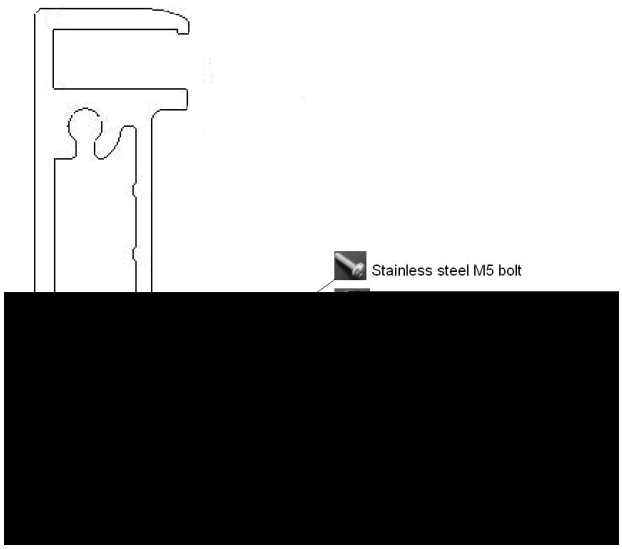

Fig. 18 Grounding the aluminum frame with copper wire
The PV modules are designed with an anodised, corrosion-resistant aluminum alloy frame as a rigid support. To ensure safety and to avoid lightning strikes and electrostatic damage to the PV modules, the PV module frame must be earthed. The earthing device must be in full contact with the interior of the aluminum alloy of the frame, penetrating the surface oxide film.The following is the specific grounding method, as shown in Fig. 18.
- Use the marked 5.5 mm grounding holes to ground the anodized frame. Use one M5 nut, two M5 cut washers, one M5 plain washer, one M5 spring washer, and one M5 bolt and the copper wire. All nuts, bolts, and washers shall be of type M5 and made of stainless steel (Fig. 18).